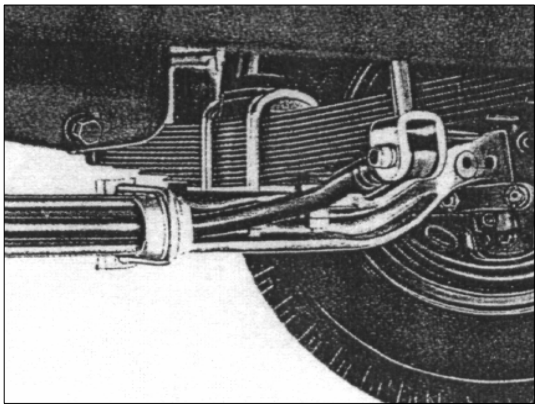

РИС.273
7) Открутите и снимите стремянки крепления рессор и стабилизатора поперечной устойчивости к передней балке (см. рис. 273)